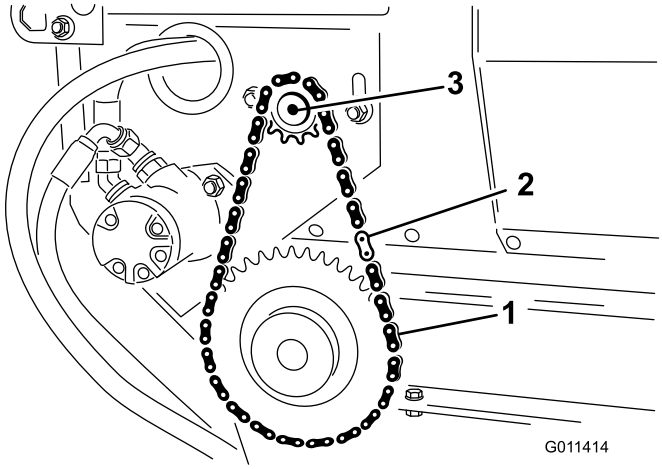

**Figuur 30**
2. Verwijder de sluitschakel uit de ketting en haal de ketting van het kleine tandwiel (Figuur 30).